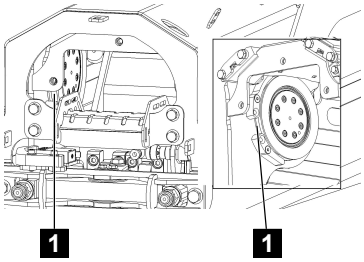

Fig. 209
15. Check the split rope run-off safety device (Fig.209/1).